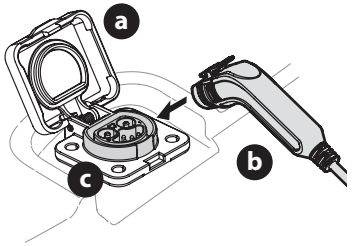

Figure 11
1. Lift the charge port cover (a) (Figure 11).(T56XXX Series Chargers).
2. Insert the charging cord (b) into the charging port (c) (Figure 11).